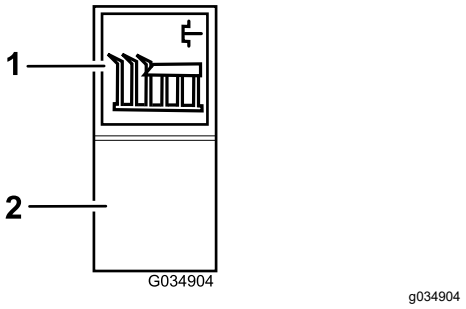

**Figur 36**
**Indkobling af klippeenhedens drev:** Tryk øverst på klippeenhedens drevkontakt for at tænde (Figur 36).
**Udkobling af alle klippeenhedens drev:** Indstil kontakten til positionen off (fra) (Figur 36).